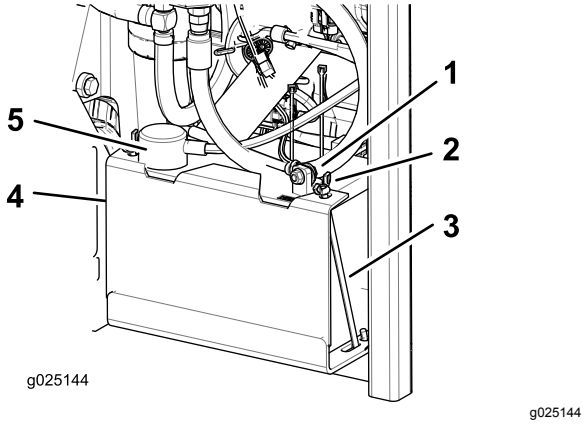

Figur 45
3. Koppla bort batteriets minuskabel (svart) från batteriets minuspol (–) (svart) (Figur 45).
4. Skjut av den röda anslutningsskon från batteriets pluspol (röd) och ta bort batteriets pluskabel (+) (röd) (Figur 45).
5. Ta bort vingmuttrarna som håller fast J-ändarna (Figur 45).
6. Ta bort klämman (Figur 45).
1. Sätt i batteriet i lådan med anslutningspolerna mot hydraultanken (Figur 45).
4. Fäst kablarna med två skruvar, två brickor och två låsmuttrar (Figur 45).
6. Montera klämman och fäst den med vingmuttrarna och J-ändarna (Figur 45).